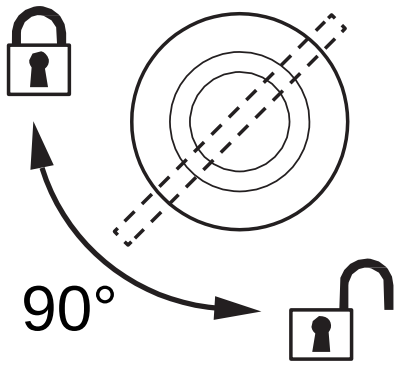

Рисунок 5: Блокировка крепежей на 1/4 поворота
4. Выровнять первый зажим и кронштейн по двум монтажным отверстиям в основании. См. Рисунок 5. Вставить крепежи монтажного кронштейна в основание и повернуть оба рычага на 1/4 поворота по часовой стрелке, чтобы зафиксировать их. Повторить процедуру со вторым зажимом.